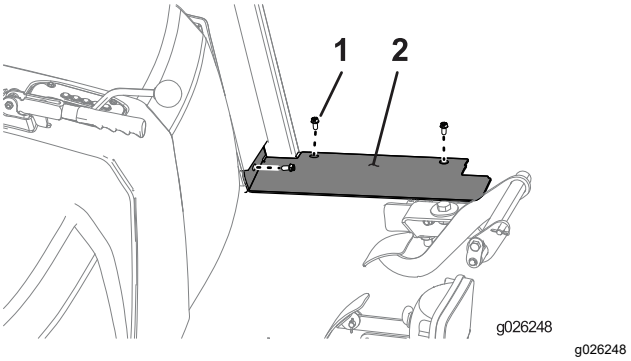

Figur 45
1. Montera golvplåtspanelerna på vardera sida av maskinen med 3 skruvar (1/4 tum) i enlighet med Figur 45.